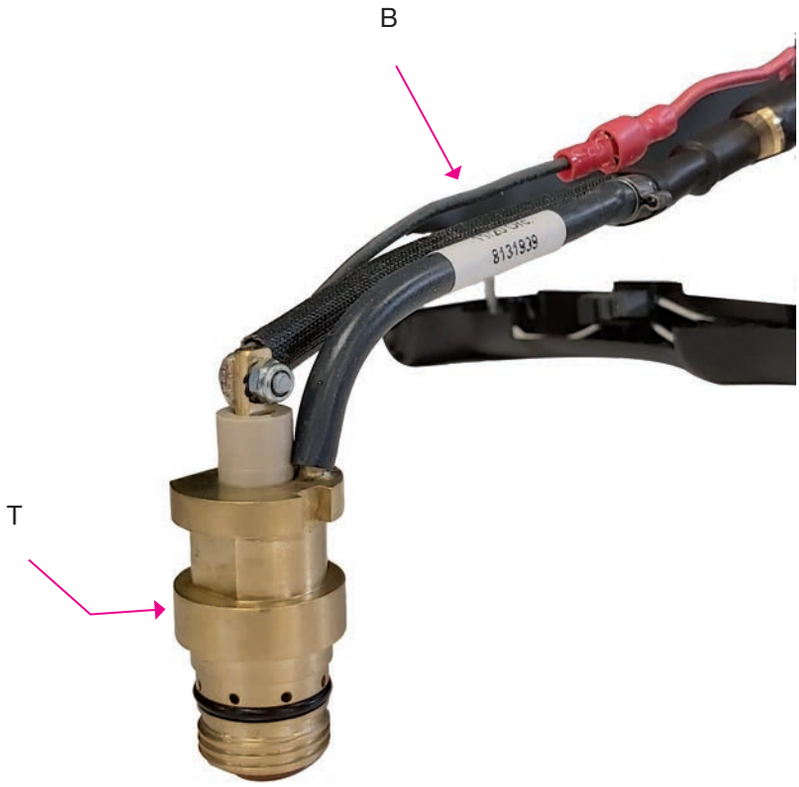

Fig.6
- Screw in fittings **D** and E according to the arrow direction - Fig. 6.